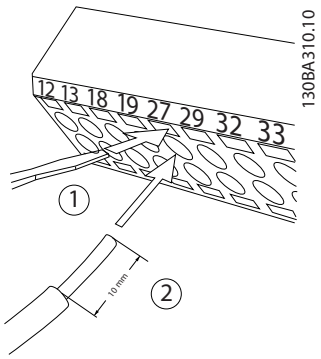

Abbildung 4.27 Anschluss der Steuerleitungen
1. Öffnen Sie den Kontakt, indem Sie einen kleinen Schraubendreher in die rechteckige Öffnung über bzw. unter dem entsprechenden Kontakt einführen und damit die Klemmfeder öffnen (siehe *Abbildung 4.27*)